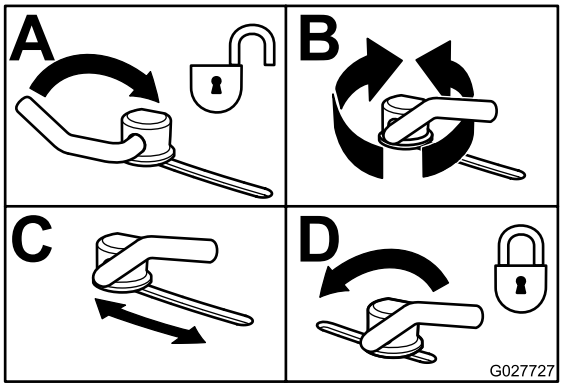

Figur 30
3. Justera kamlåsen genom att svänga upp spaken för att lossa kamlåset (Figur 30).
5. Sväng tillbaka spaken för att dra åt skärmen och kamlåsen (Figur 30).